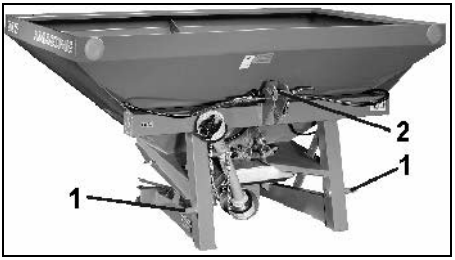

Rys. 14
- Dolne dźwignie zaczepu ciągnika nasunąć na dolne sworznie zaczepu (Kat. II) (Rys. 14/1) i zabezpieczyć składanymi zawleczkami.
- Górną dźwignię zaczepu zamocować sworzniem (Kat. I lub II) (Rys. 14/2) i zabezpieczyć.